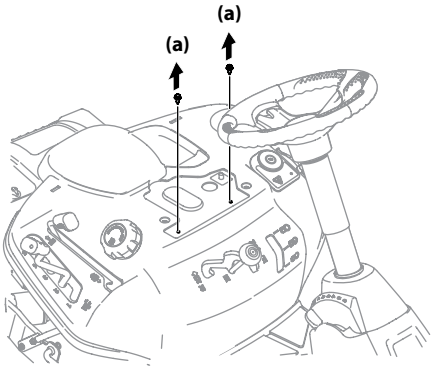

Figura 2-6
2. Extraiga los dos tornillos autorroscantes (a) instalados en fábrica en el tractor cortacésped. Consulte la Figura 2-6.